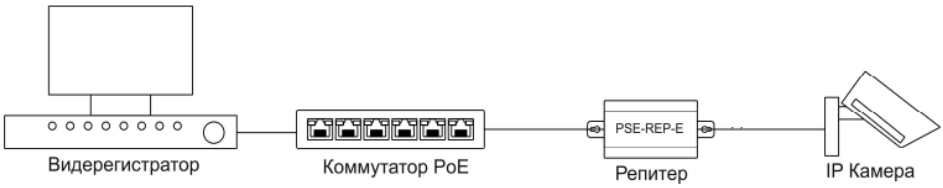

Рисунок 3 – Типовая схема подключения
- Проверьте исправность устройств и правильность подключения, убедитесь в надежности соединений (см. рисунок 3) и подайте электропитание.